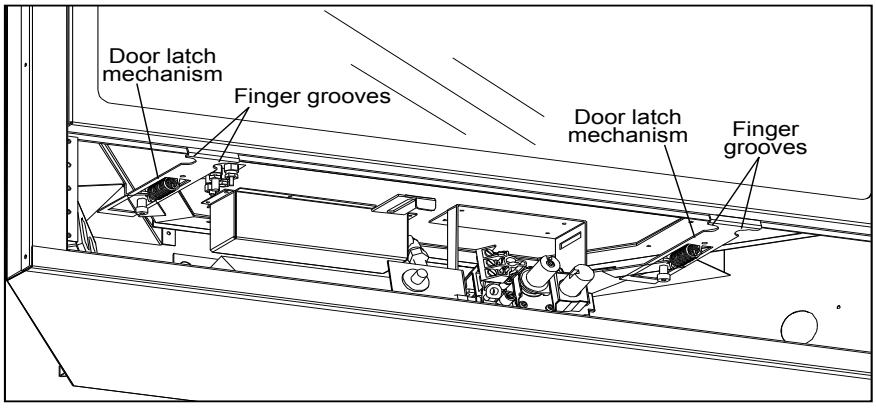
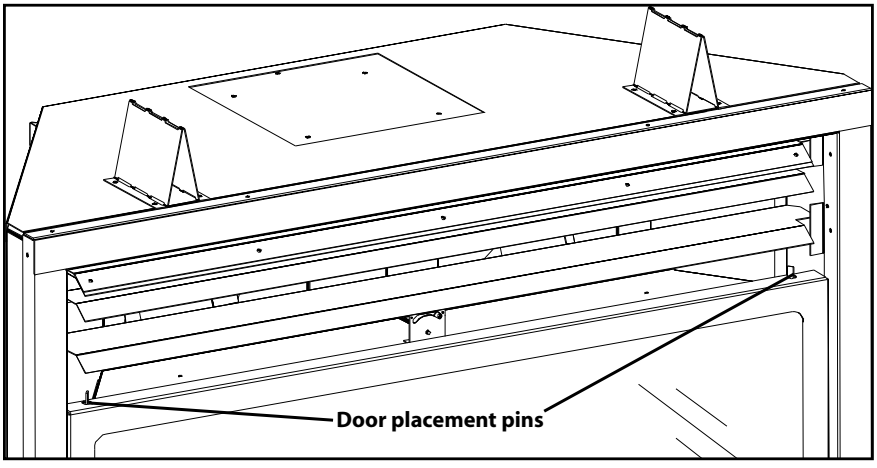

Figure 7. Bottom latches for glass.
Figure 8. Top pins for glass door.
In order to install the log set, and for regular cleaning, the glass door must be removed. There are two (2) door latch mechanisms under the glass door shown in Figure 7. Each latch has two (2) finger grooves, use these to pull the mechanisms straight out. When the bottom latches are unhooked, lift the door straight up over the placement pins at the top of the door, shown in Figure 8.
Mount the two framing mount brackets on each side and secure the fireplace to framing with screws or nails (refer to Figure 7). The brackets will allow for a ½" (13 mm), ⅝" (16 mm), ¾" (19 mm) thick finishing wall. The wall may be finished up to the fireplace facing with combustible material.